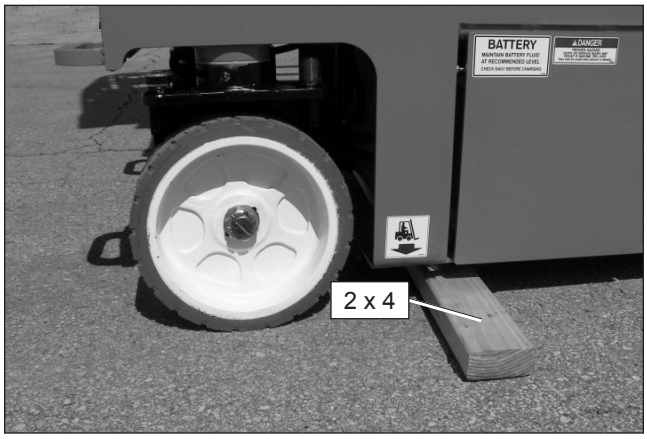

Figure 8.12 – Pothole Protector Skid
6. Place a 1 1/2″ (3.8 cm) thick board, such as a 2 x 4, under the skid on the left side (refer to Figure 8.12).